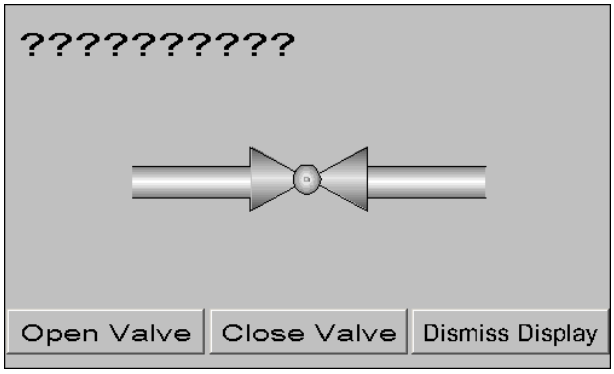

Figure L4.6 - ACMEMixers Display
11. Resize the process point on the display so that it looks like heading text and move it to the upper left-hand corner. See Figure L4.6 - ACMEMixers Display for details.
42. Your finished display should look similar to Figure L4.6.